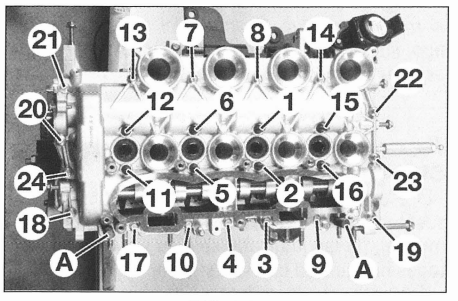

FIG. 56
• Montar el cárter superior de apoyos de ejes de levas en la culata centrándolo con dos pasadores (A) (útil Ford ref: 303-304) **(fig. 56)** introducidos en los taladros previstos a este efecto.
• Aproximar y apretar progresivamente los tornillos de fijación en el orden indicado **(fig. 56).**
• Desmontar los dos pasadores (A).